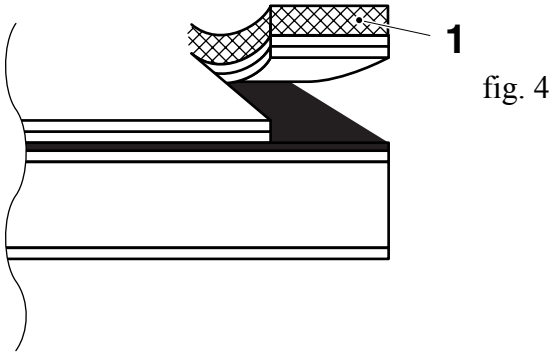

fig. 4
- las dos capas internas se retiran con la tira (1), dejando al descubierto la lámina de aluminio (fig. 4)